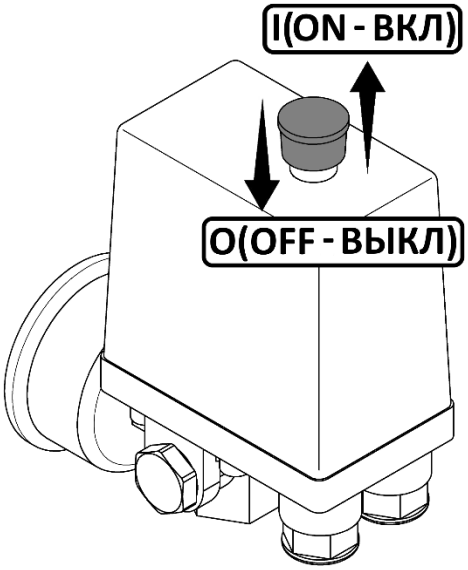

Рисунок 6
- Проверьте, чтобы выключатель на реле давления находился в выключенном положении "**O**" (рисунок 6).
- Включите компрессор выключателем на реле давления и сразу же выключите. Для этого необходимо переключить выключатель в положение "**I**" (рисунок 6). Кнопка выключателя имеет фиксированные положения
- Переключите выключатель на прессостате в положение "**O**" или "**OFF**", в зависимости от исполнения (рисунок 6).